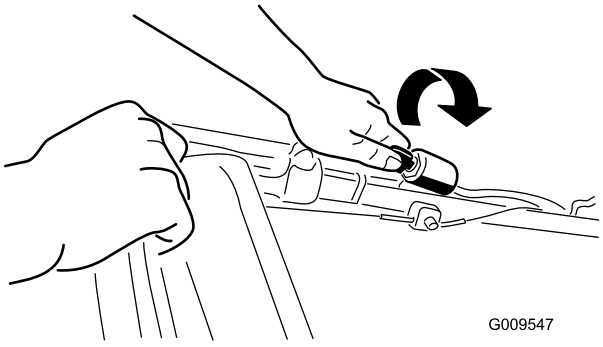
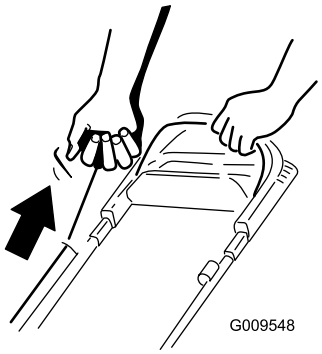

Figure 11
Figure 12
2. Tournez la clé de contact (Figure 11) (modèles à démarrage électrique uniquement) ou tirez la poignée du lanceur (Figure 12).
Remarque: Tirez la poignée du lanceur jusqu'à ce que vous sentiez une résistance, puis tirez vigoureusement (Figure 12). Laissez le lanceur se rétracter lentement jusqu'à la poignée.